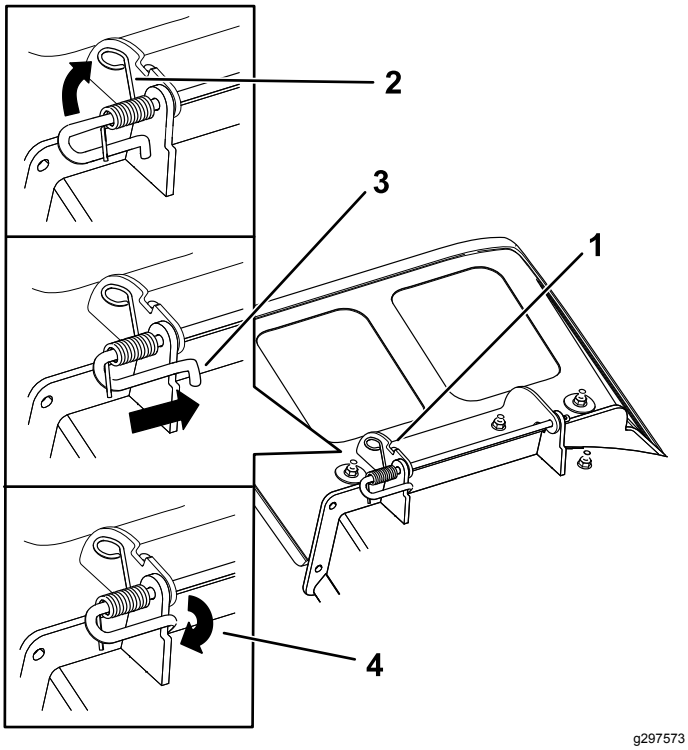

Rysunek 78
4. Ustaw nowy deflektor wyrzutowy tak, aby końcówki wsporników znalazły się między spawanymi wspornikami na podwoziu tnącym w sposób pokazany na Rysunek 78.
6. Ustaw sprężynę na sworzniu w sposób pokazany na Rysunek 78, aby krótszy koniec sprężyny wystawał spod sworznia przed punktem jego zagięcia i przechodził nad odcinkiem sworznia za zagięciem.
7. Unieś koniec sprężyny z pętlą i umieść go w wycięciu wspornika deflektora (Rysunek 78).
8. Zamocuj zespół sworznia i sprężyny, obracając go tak, aby krótki koniec sworznia wsunął się za przedni wspornik przyspawany do podwozia tnącego (Rysunek 78).